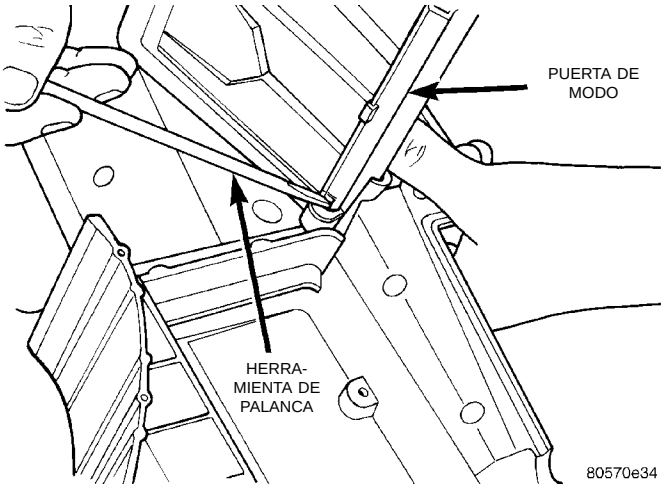

Fig. 51 Desmontaje de la puerta de modo
(7) Presione la lengüeta en la base de la puerta de modo y suelte la puerta de la palanca (Fig. 51).